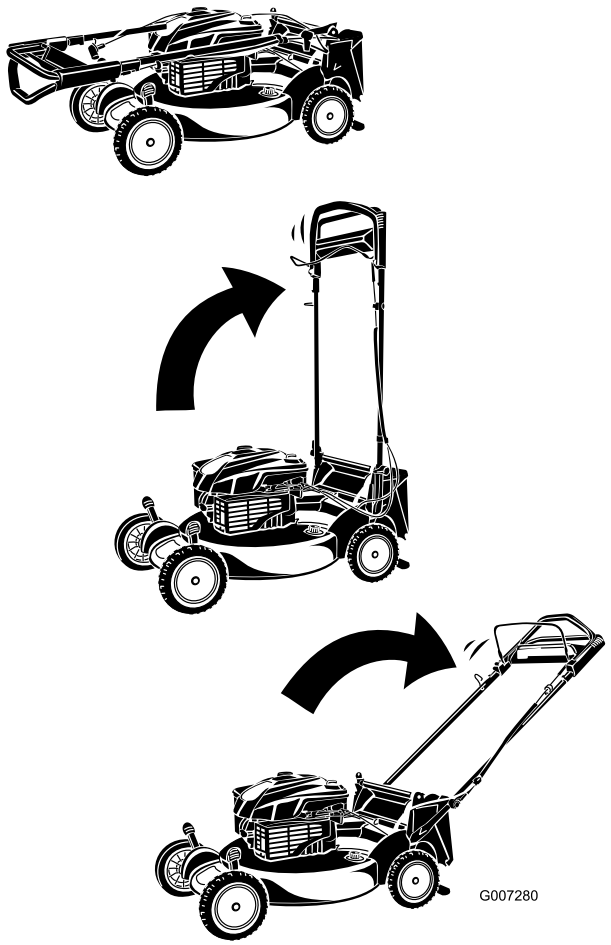

Figura 4
3. Fate ruotare la stegola indietro (Figura 4).